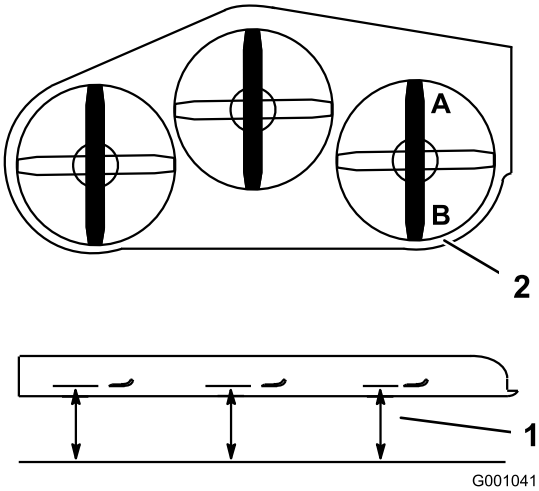

Figur 85
1. Plasser den **høyre** kniven på langs (Figur 85).
2. Mål den høyre kniven ved **A** fra en plan overflate til kniveggen på knivtuppen (Figur 85).
4. Mål den høyre kniven ved **B** fra en plan overflate til kniveggen på knivtuppene (Figur 85).
6. Kniven skal være 6–10 mm lavere ved stilling **A** enn ved stilling **B** (Figur 85). Dersom defleksjonen ikke er korrekt, gå til følgende trinn.